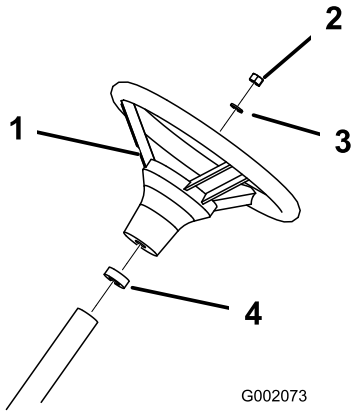

Figur 4
3. Fastgør rattet på akslen vha. møtrikken (Figur 4). Tilspænd møtrikken til 24-29 Nm.